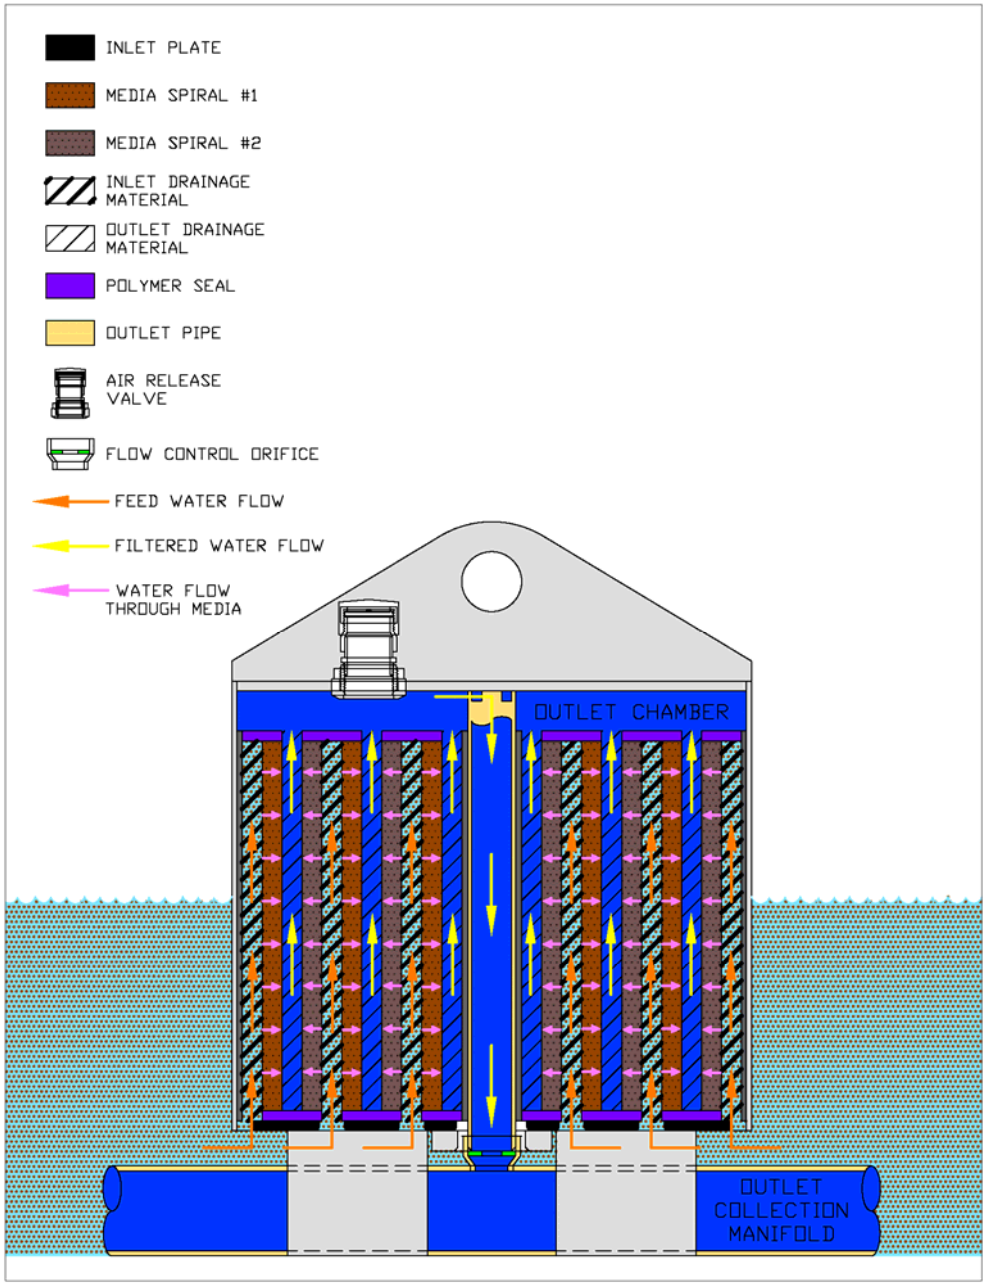

Figure A-3: Siphon filtration
C. Siphon Filtration: After the water level in the vault falls below the top of the filter cartridge, a siphon is established and water will continue to flow (Figure A-3) until the siphon is broken. During siphon the water level in the vault will decrease until it reaches the base of the BFC; air then enters the filter cartridge and breaks the siphon. This cause's filtration flow to stop and hydrodynamic backwash begins.